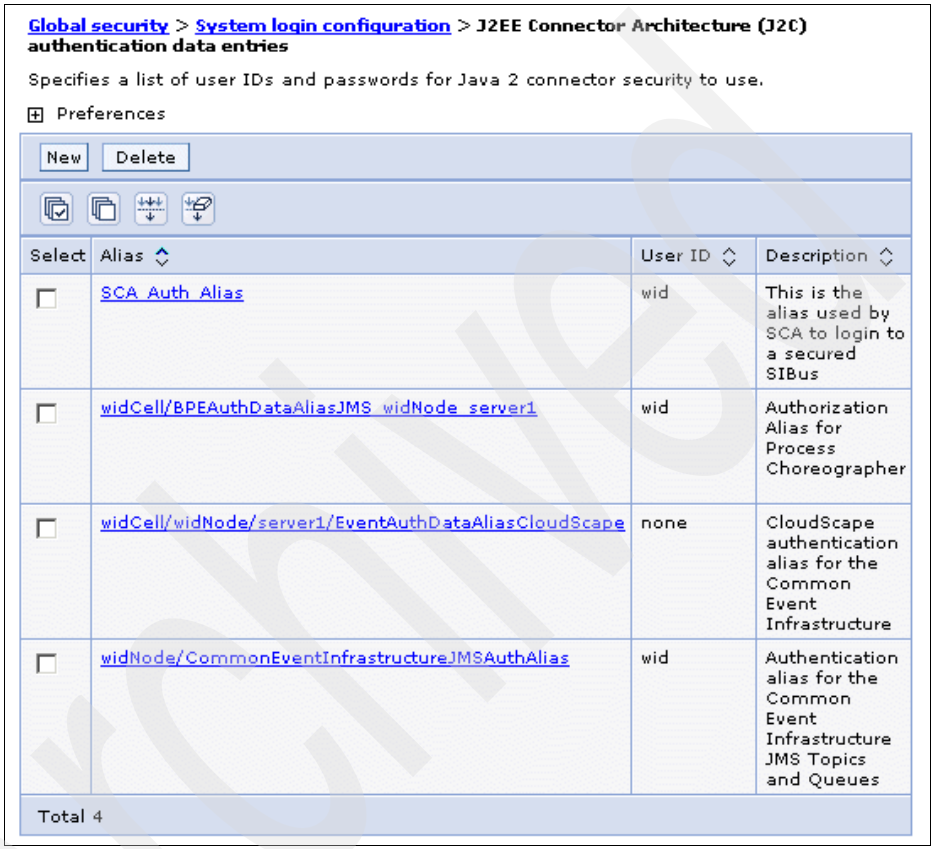

Figure B-31 The J2C authentication data entries page
8. Click **J2C Authentication data**. This shows the J2EE Connector Architecture (J2C) authentication data entries page (Figure B-31).